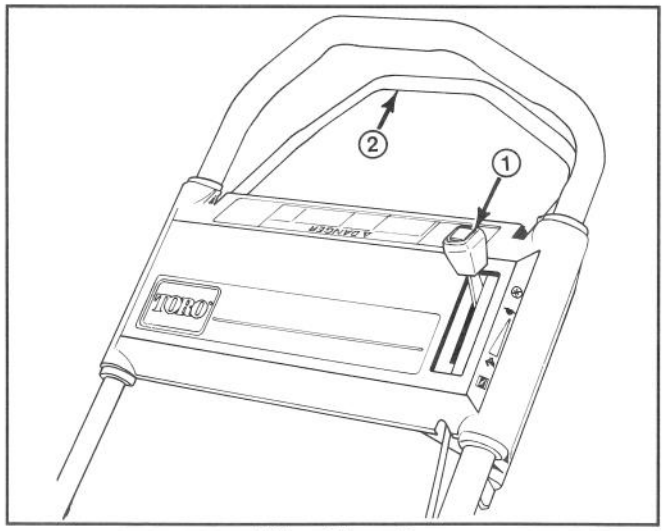
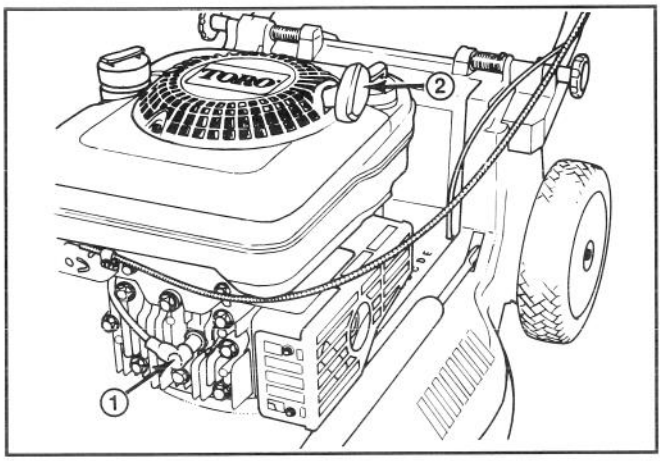

Afbeelding 7
Afbeelding 8
BEDIENINGSSYSTEMEN—Gasklep en bedieningsstang voor de zelfaandrijving bevinden zich op bovenste hendel (Slechts op zelfrijdend model) (Afb. 7). Repeteerstarter bevindt zich boven op motor (Afb. 8).
1. Duw de draad op bougie (Afb. 8).
1. Zet de motor af en trek de draad van de bougie (Afb. 8).